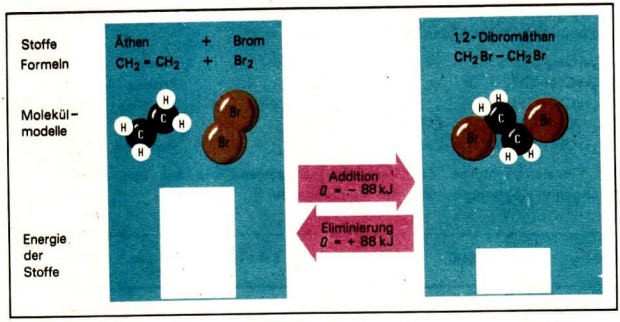

Abb. 96 Vergleich der Addition und der Eliminierung
Additionsreaktionen und Eliminierungsreaktionen sind einander entgegengesetzt gerichtete chemische Reaktionen. In Abbildung 96 ist der Zusammenhang für die Additionsreaktion von Brom an Äthen und die Eliminierungsreaktion von Brom aus 1,2-Dibromäthan erkennbar. ③
① Begründe die Richtigkeit der Aussage, daß beim technischen Prozeß des Krackens Eliminierungsreaktionen ablaufen!
② Vergleiche die Hydrierung und die Dehydrierung am Beispiel